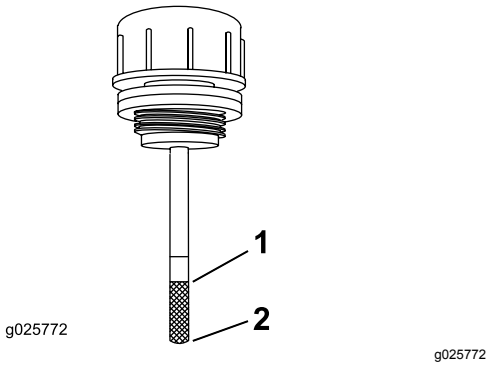

Figuur 70
5. Maak de omgeving van de peilstok van het hydraulische reservoir schoon (Figuur 70).
6. Verwijder de peilstok uit het hydraulische reservoir (Figuur 70).
8. Neem de peilstok eruit en bekijk het uiteinde (Figuur 70). Als het peil zich bij het Toevoegen merkteken bevindt, giet dan langzaam voldoende vloeistof in het reservoir om het Vol merkteken te bereiken.